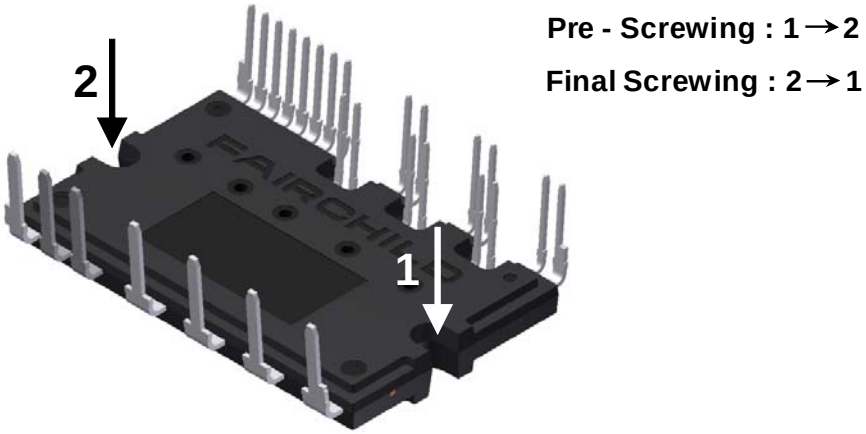

**Figure 10. Mounting Screws Torque Order**
| | *See Figure 10* | Recommended 7.1 kg • cm | 6.2 | 7.1 | 8.1 | kg • cm |
12. Avoid one-sided tightening stress. Figure 10 shows the recommended torque order for mounting screws. Uneven mounting can cause the DBC substrate of package to be damaged. The pre-screwing torque is set to 20 ~ 30% of maximum torque rating.